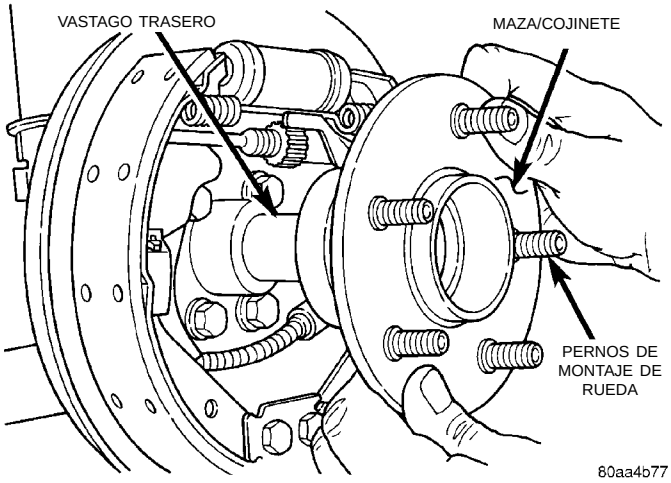

Fig. 145 Desmontaje de maza/cojinete del vástago (Se muestran los frenos de tambor)
(17) Retire el conjunto de maza/cojinete (Fig. 145) del vástago trasero.